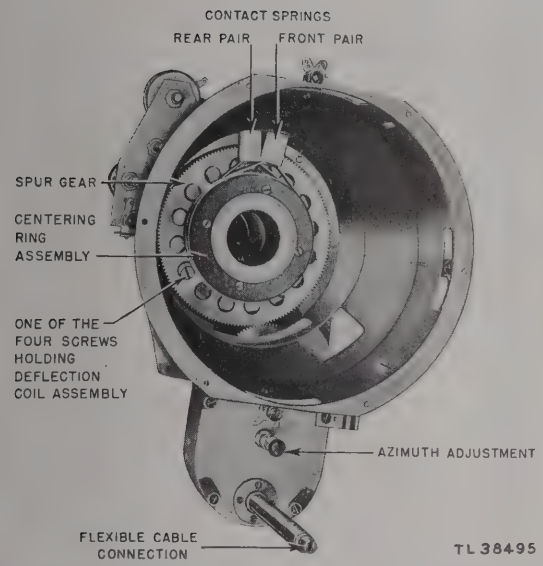
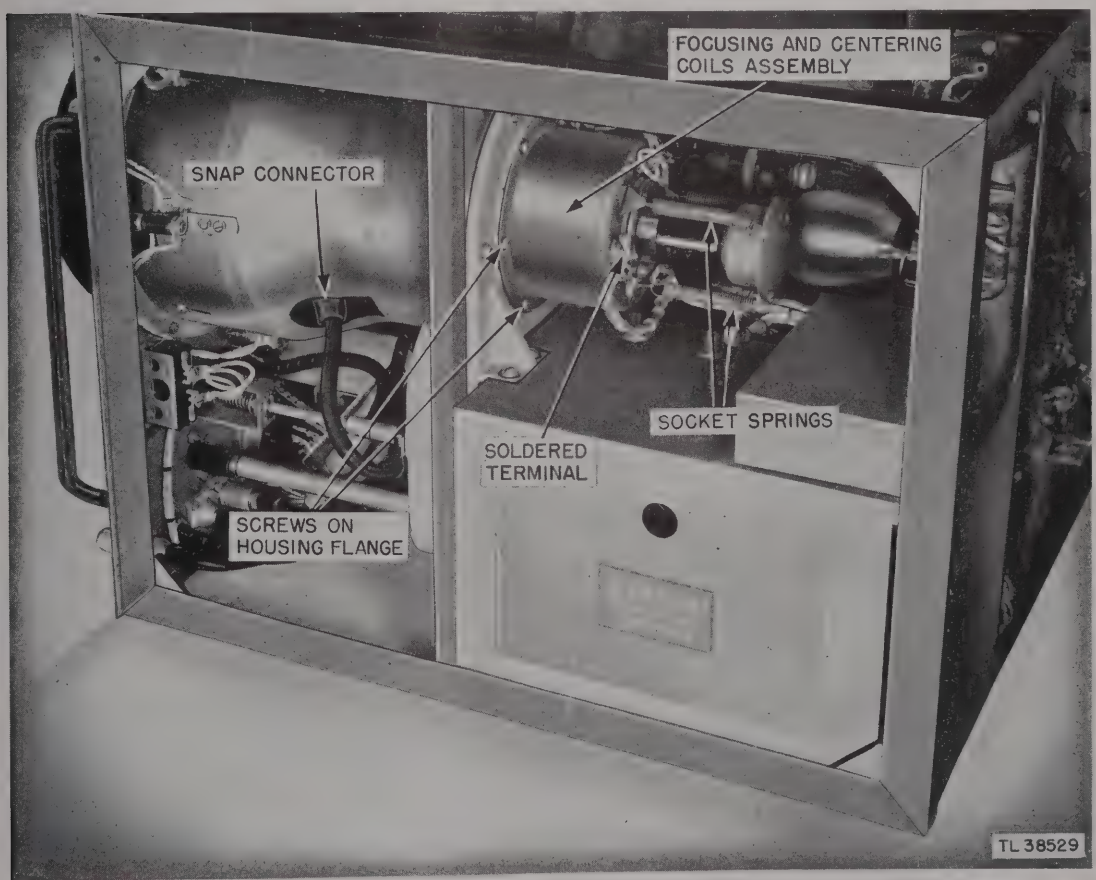
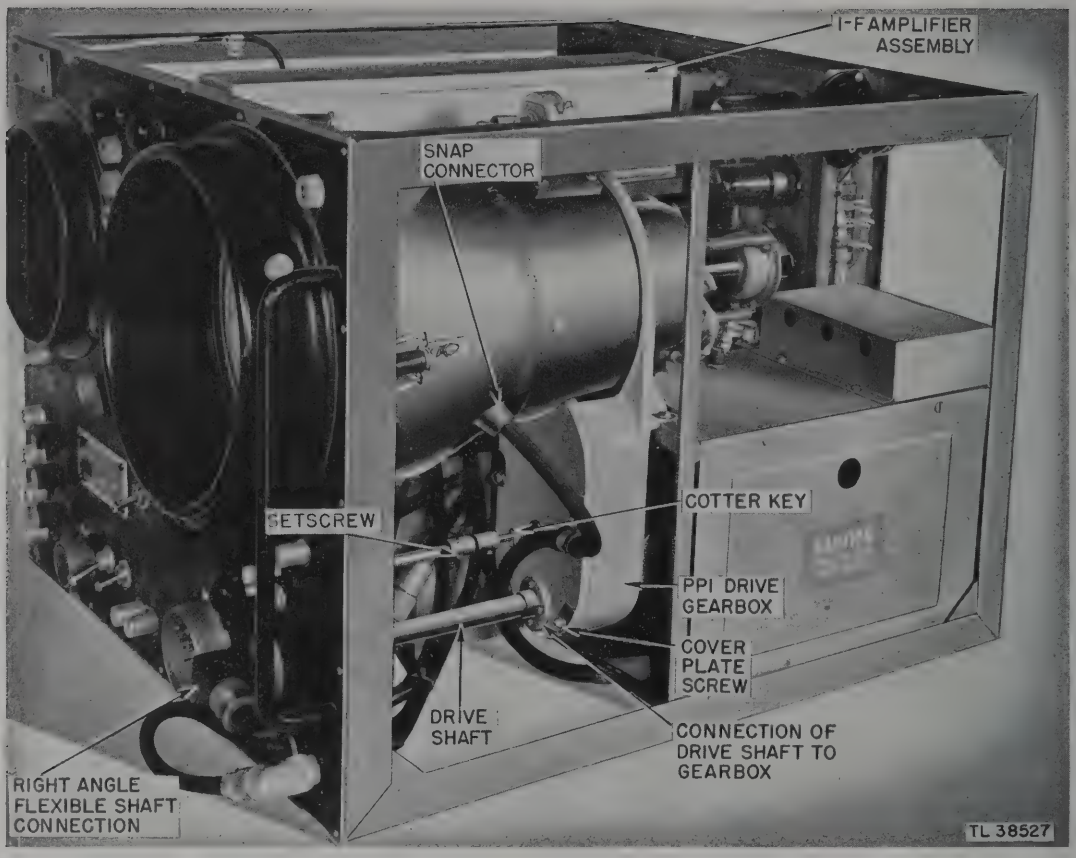

Figure 105. Deflection coil, slip rings, gears, and contact springs.
Figure 106. Indicator Unit ID-16/TPS-1A, right side showing parts involved in replacement of focusing and centering coil assembly.
Figure 108. Indicator Unit ID-16/TPS-1A, right side showing parts involved in replacement of PPI drive gears and mechanism.
b. Adjustment of Contact Spring Pressure on Slip Rings of Deflecting Coil of PPI Oscilloscope (fig. 105). (1) Remove the PPI oscilloscope tube as described in paragraph 71a.
(2) The contact springs are exposed through the two holes in the centering ring assembly.
(3) To adjust the contact spring pressure, engage the No. 363 adjustment tool, stored in Tool Kit TK-9/TPS-1, over the spring at a point near its supported end or close to a point grasped by long-nose pliers.
(1) Pull off the snap connector at the bottom right side of the tube (fig. 106).
(3) To replace the bottom or left-side lamp, first remove the PPI tube as outlined in subparagraph a above; then remove the faulty lamp from its bayonet and insert the new lamp.
c. Replacement of PPI Oscilloscope Focusing and Centering Coils Assembly (fig. 106).
(1) Remove the PPI oscilloscope tube as described in subparagraph a above.
(2) Unhook the three socket springs from the focus coil housing (fig. 106).
(3) Mark the six leads on the coil terminals 1 to 6 on the housing and unsolder them from the terminals.
(4) Remove the six screws on the housing flange with their lockwashers (fig. 106).
(5) The housing with coils is now free and can be removed.
(6) To replace the PPI oscilloscope focusing and centering coils, insert and tighten the six screws on the housing flange.
(7) Solder the six leads to their proper terminals on the housing.
(8) Hook into place the three socket springs.
(9) Replace the PPI oscilloscope tube as described in subparagraph a above.
d. Replacement of PPI Oscilloscope Deflecting Coil Assembly (fig. 105). (1) Remove the PPI oscilloscope tube (subpar. a above).
(3) Remove the centering ring assembly (fig. 105) by removing the four screws (fig. 105) and pulling out through the aperture in the front panel.
(4) Turn the large spur gear with the holes in it by means of the AZIMUTH control to a position which exposes the heads of the four screws (fig. 105) holding the deflecting coil assembly. These screws are staked but can be removed.
(5) The deflecting coil assembly is now free and can be removed.
(6) To replace the deflecting coil assembly, insert and tighten the four screws holding it in place.
(7) Insert the centering ring assembly through the front panel aperture. Replace it into its proper position. Insert and tighten the four screws to hold it.
(8) Replace the contact spring holder assembly. Insert and tighten the four screws to hold it.
e. Replacement of PPI Drive Gears and Mechanism (fig. 108). (1) Remove the right-angle flexible shaft connection on the front of the indicator unit by removing the four screws attaching it to the front panel.
(2) Remove the four screws connecting the drive shaft to the gearbox assembly and slide the drive shaft forward until free, then to the rear and to the right until removed.
(3) Loosen the setscrew holding the rear small clutch face of the AZIMUTH knob shaft and remove the clutch face from the shaft.
(4) Remove the cotter key from the shaft and the spring and washer assembly from the shaft.
(5) Remove the four screws holding the front cover plate of the gearbox.
(6) The gears are now accessible and can be removed from the gearbox.
(7) To replace, reverse the above procedure. Be sure to put on the oilite washer first when replacing the spring and washer assembly on the shaft.